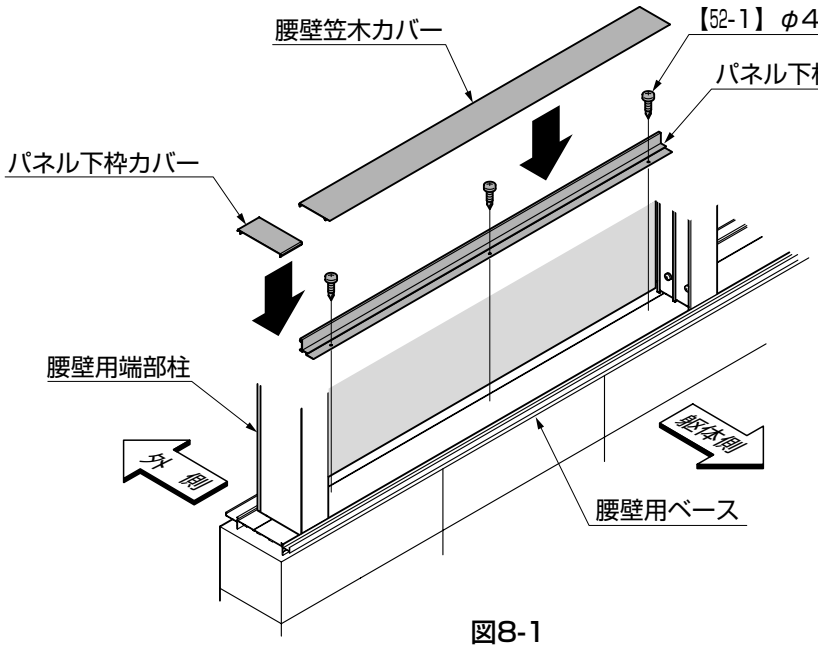
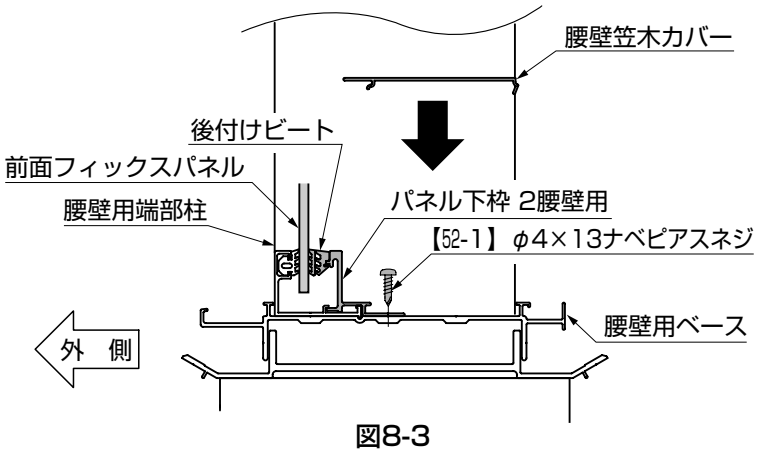
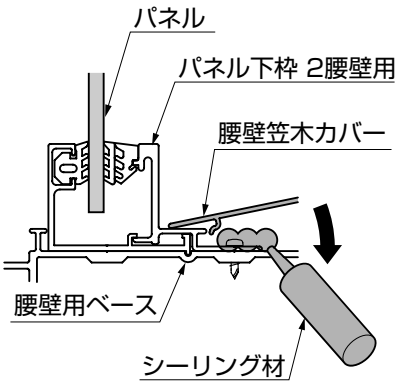

図8-1
図8-3
図8-4
①パネル下枠2 腰壁用を腰壁用ベースに、【52-1】で取付けてください。(図8-1、図8-3参照)
- ●指定の箇所には、必ずシーリングをしてください。(図8-4参照)
②後付けビートを、パネル下枠 2腰壁用とパネルのすき間に取付けてください。(図8-3参照)
③腰壁笠木カバーをはめ込んでください。(図8-3、図8-4参照)
④パネル下枠カバーを、腰壁用ベースに取付けてください。(図8-1参照)